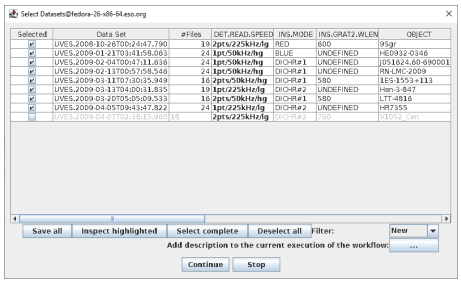

Figure 3.3: *The "Select Datasets" pop-up window. On purpose the demo includes an incomplete (grey) DataSet.*
The UVES demo data include five blue arm science observations, and three red arm science observations, covering a range of signal-to-noise and object types. In addition we provide one incomplete `RED` data set taken with central wavelength 760 nm to illustrate how an incomplete DataSet looks in the "Select DataSets" window (see Fig. 3.3).
7. The `Data Set Chooser` actor will be highlighted next and will display a "Select Datasets" window (see Figure 3.3) that lists the datasets along with the values of a selection of useful header keywords[3]. The first column consists of a set of tick boxes which allow the user to select the datasets to be processed. By default all complete datasets which have not yet been reduced will be selected. A full description of the options offered by the `Data Set Chooser` will be presented in Section 6.3.2.